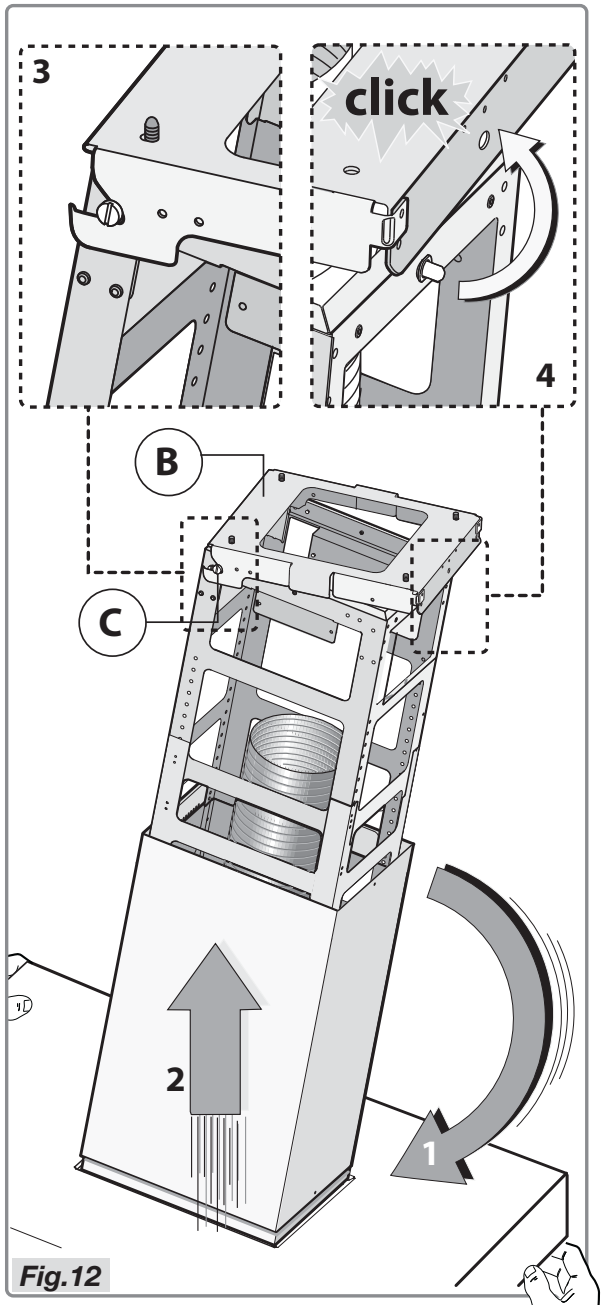

Fig.12
- Incliner la hotte de la façon illustrée sur la Figure 12 – phase 1.
- A l'aide des deux chevilles latérales C qui se trouvent sur la structure, suspendre la hotte à la bride **B** Figure 12 – phases 2-3.
- Positionner la hotte pour encastrer la cheville de sécurité dans le trou de la bride **B** Figure 12 – phase 4.